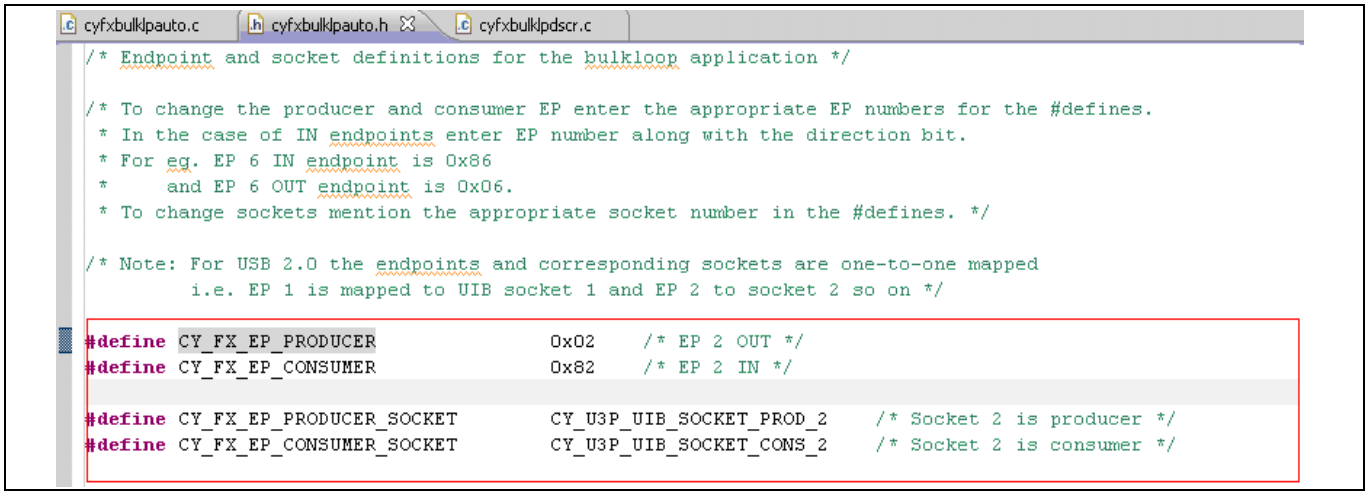

Figure 22 端点编号和相关套接字的修改 (从 EP1 改为 EP2)
3. 使用上面介绍的标识符，端点编号以及相关的套接字从 EP1 被改为 EP2，如 Figure **Figure 22** 所示。因此，在修改后的固件中，EP2 IN 为 BULK IN，则 EP2 OUT 为 BULK OUT。